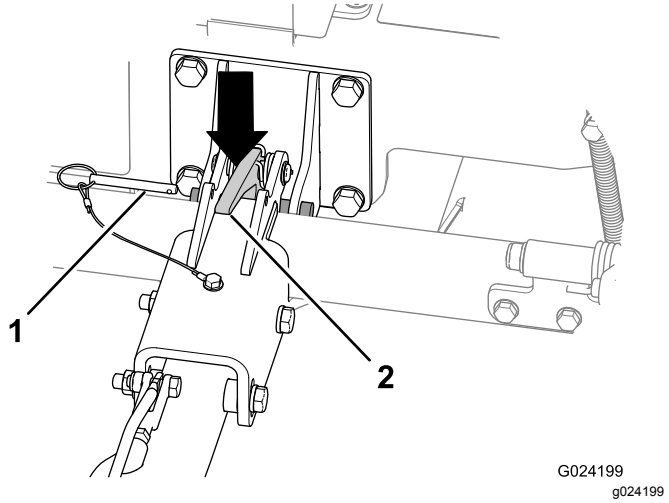

Figur 21
2. Dra ut låspinnen (Figur 21).
4. Tryck nedåt på dragkrokens spärrhak för att låsa upp dragkroken (Figur 21).